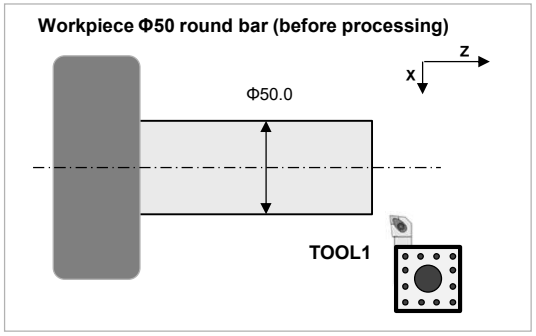

Fig.1
1. Attach the bite to the tool post. (Fig.1).